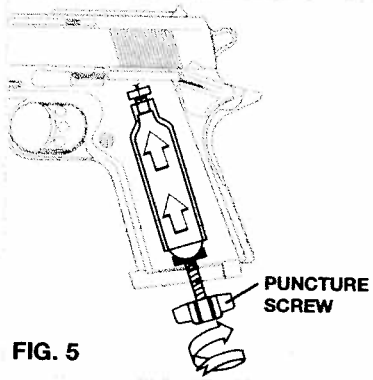

FIG. 5
6. With muzzle pointed in a safe direction, turn puncture screw clockwise to puncture the CO_2 cylinder (see Fig. 5). Continue turning RAPIDLY until finger tight.